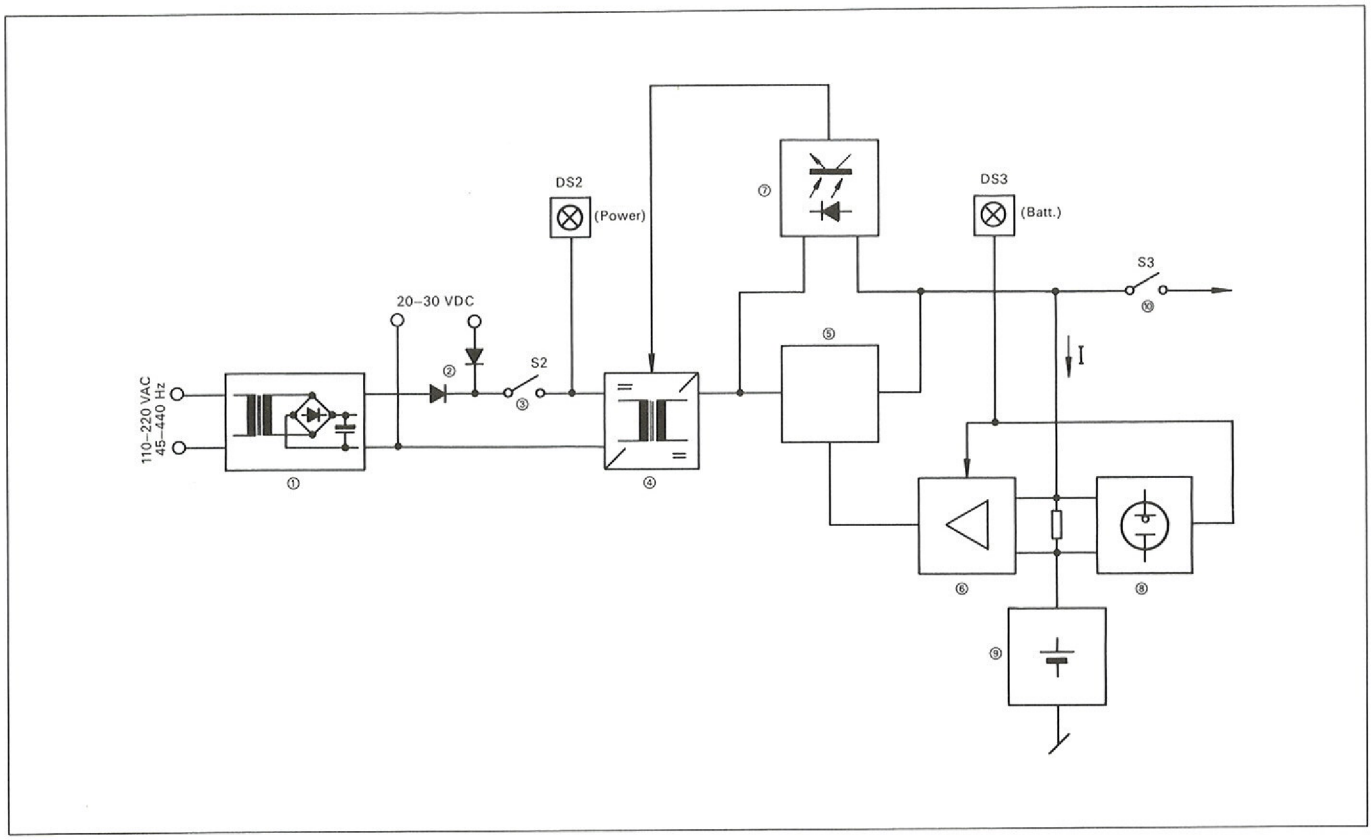

Fig. 3 Schéma-bloc: Alimentation et réserve de marche (942 020 008/... 9)
3.3. Alimentation et réserve de marche (942 020 008/...9) – figure 3
La figure 3 représente le schéma-bloc de cette alimentation. Une séparation galvanique totale est obtenue par l'emploi d'un convertisseur de puissance (abaisseur ou élévateur) dont la largeur des impulsions de découpage est pilotée grâce à une boucle de contre-réaction opto-électronique. Celle-ci assure une puissance minimum utile au bon fonctionnement du stabilisateur et garantit des conditions de travail optimum à la batterie et à l'étalon de fréquence pour une large plage de tension d'alimentation (alternative ou continue). Ceci permet d'assurer la plus longue réserve de marche possible et allonge la durée de vie de la batterie interne. L'utilisation d'une fréquence de découpage fixe pour le convertisseur permet de maîtriser le problème des bandes latérales dans la fréquence de sortie.
La réserve de marche incorporée (fig. 3, pos. 9) est constituée d'une batterie à élément Cd-Ni; elle assure une durée de fonctionnement d'environ 5 heures (à 25° C) lorsque l'appareil est équipé du module horloge. Si cette durée de réserve de marche est considérée insuffisante pour certaines applications, l'appareil peut sans autre être raccordé à une source extérieure de tension continue à 24 VDC (20 à 30 VDC).
Un dispositif constitué par un coulomb-mètre (fig. 3, pos. 8) associé à un amplificateur opérationnel commande la fourniture correcte d'énergie pour la recharge de la batterie. Ce dispositif original permet l'utilisation optimum de la batterie de réserve de marche qui est maintenue en permanence en régime de charge réduite (charge de maintien) mais qui, après une utilisation plus ou moins longue, sera rechargée en régime rapide jusqu'à compensation totale de l'énergie consommée, et, ceci, de façon absolument automatique, sans intervention de l'utilisateur. Ce système permet d'éviter à l'utilisateur de choisir entre la charge de maintien ou la charge rapide qui pourrait être enclenchée par inadvertance, ou maintenue enclenchée, ce qui provoquerait des dégâts importants à la batterie interne.